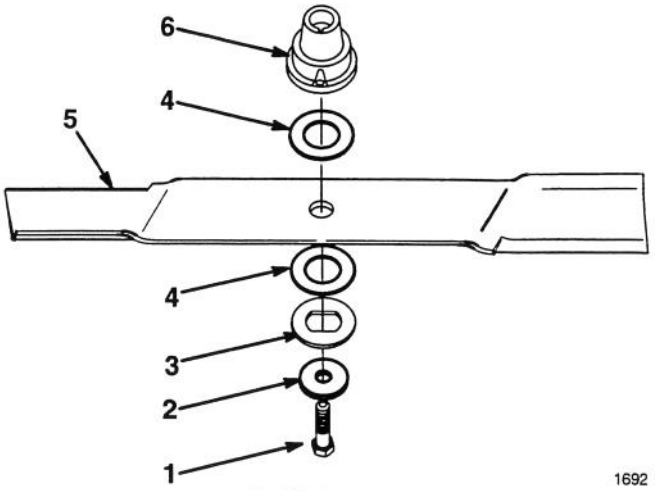

Abbildung 20
5. SCHNITTMESSERAUSBAU—Das Ende des Schnittmessers mit einem Lappen oder einem dick gepolsterten Handschuh greifen. Schnittmesserschraube, Unterlegscheibe, Halterung, Zwischenstück, Schnittmesser, Zwischenstück und Schnittmesserhalterung entfernen (Abb. 20).